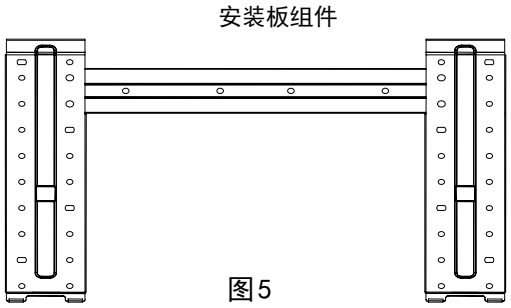
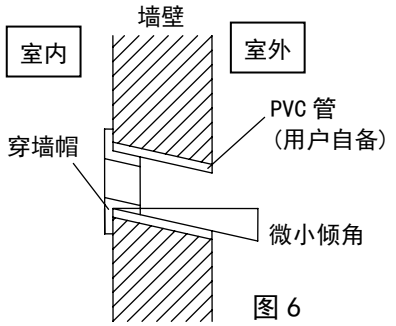

图5
图 6
4. 在固定好的安装板组件右下外侧或左下外侧的适当位置钻孔，钻孔直径约 80mm，孔应稍向室外侧倾斜(图 5)。
6. 根据墙的厚度,以略为倾斜的角度切割 PVC 管,比墙稍短,插入墙孔中，安上穿墙帽，参见图 5 和图 6（所列视图仅供说明之用，请以实物为准)。